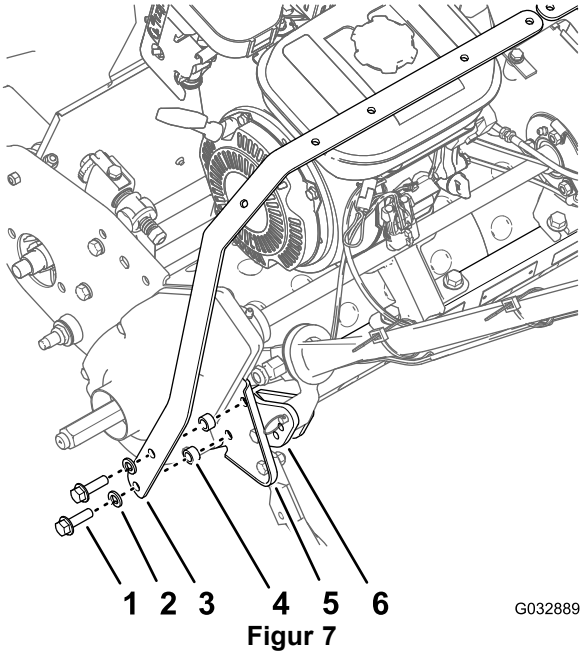

Figur 7
9. Monter lygtebommens venstre bøjle, to afstandsbøsninger og den venstre sideplade til den ydre plade på bagstellet (Figur 7) med to flangehovedbolte (3/8 x 1-1/4 tomme) og to låseskiver (3/8 tomme – fjernet i trin 6).